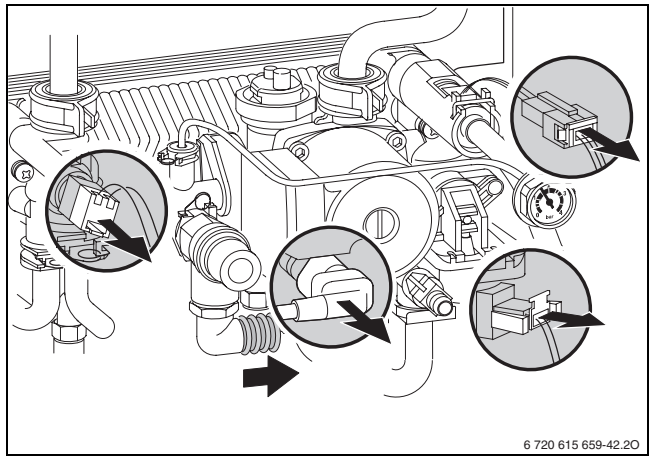

*Fig. 45*
- Scollegare tutti i collegamenti elettrici (→ fig. 45).